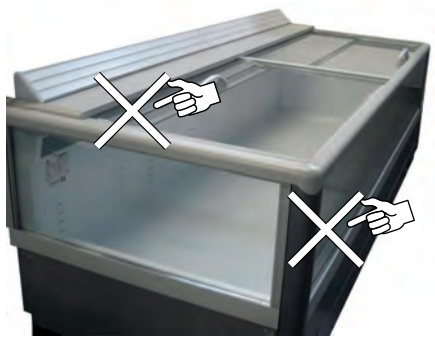

Fig. 12
- La mercancía no obstruya el correcto flujo de aire refrigerado ("Fig. 12").